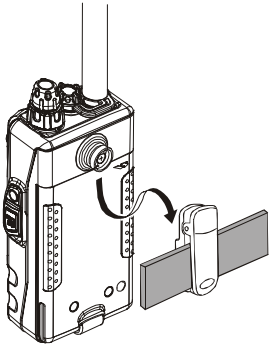

Figure 3
- ❒ To install the **VX-127** into the Quick-Draw Belt Clip, align the hanger with the Quick-Draw Belt Clip, and slide the **VX-127** into its slot until a click is heard (Figure 3).